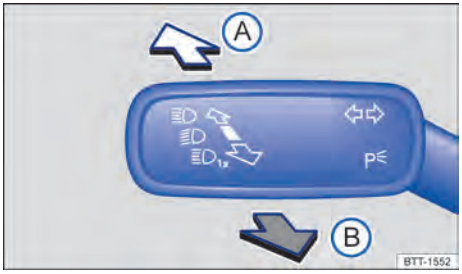

Fig. 91 En el lado izquierdo de la columna de dirección: palanca de los intermitentes y de la luz de carretera.
2. Partiendo de la posición central, empuje la palanca hacia delante → Fig. 91.
1. Partiendo de la posición central, tire de la palanca hacia atrás → Fig. 91.
1. Partiendo de la posición central, tire de la palanca hacia atrás y manténgala en esa posición → Fig. 91.